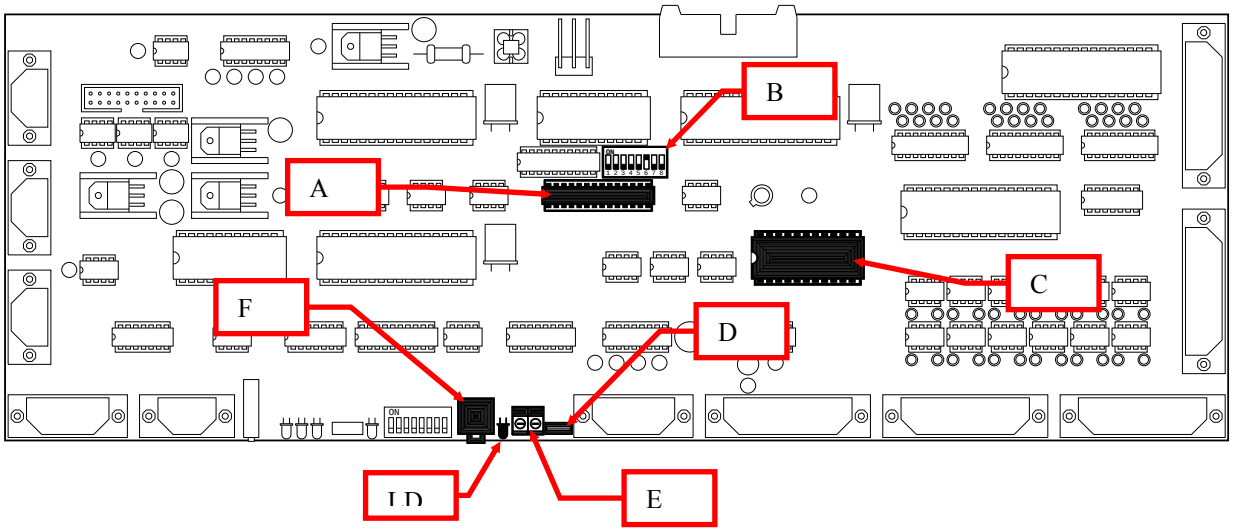

Рис. 9
1) Присоедините кнопку записи к терминалу SV1 (рис. 9 поз. E).
2) Вставьте штекер (jack) микрофона (*) в разъем JACK (рис. 9 поз. F).
3) Переместите ДИП-переключатель SW-1 в положение ВКЛ (рис. 9 поз. B).
6) В конце записи сообщений, переключите ДИП-переключатель SW-1 (рис. 9 поз. B) в положение ВЫКЛ.